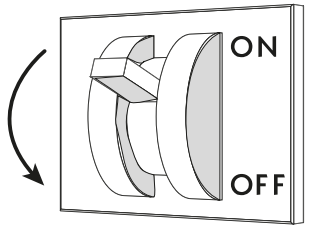

Fig. 20
- Togliere la tensione elettrica al banco tramite l'interruttore sezionatore generale a parete ("Fig. 20").